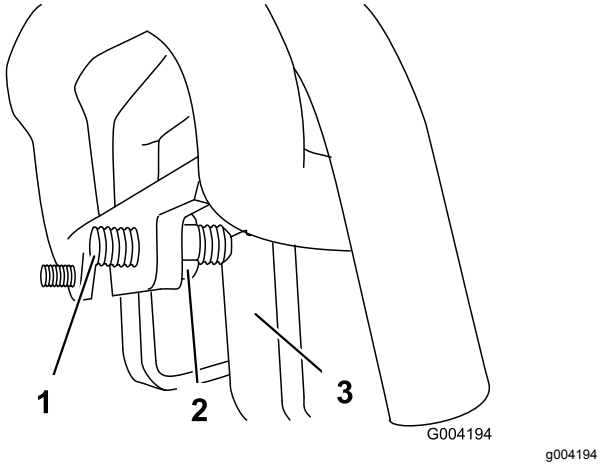

Figuur 58
3. Als de tractie-eenheid naar **links** afwijkt, draai dan de **rechter** contramoer los en stel de stelschroef op de voorzijde van de tractiebediening af (Figuur 58).
4. Als de tractie-eenheid naar **rechts** afwijkt, draai dan de **linker** contramoer los en stel de stelschroef op de voorzijde van de tractiebediening af (Figuur 58).